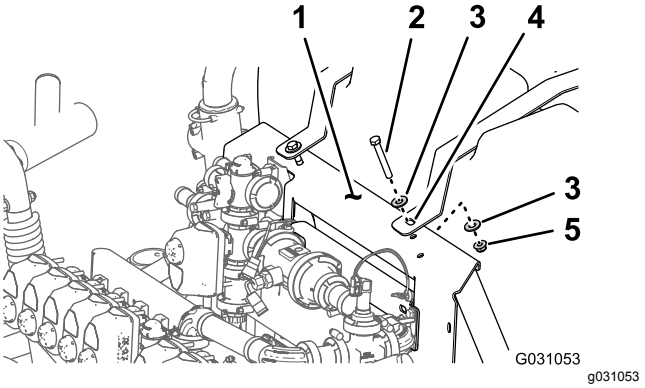

Figur 102
A. Innrett hullet i skylletankstroppen med hullet i manifoldfestet (Figur 102).
B. Monter stroppen på festet (Figur 102) med de to boltene (3/8 x 2-3/4 tomme), fire skivene (3/8 tomme) og to flenslåsemutterne (3/8 tomme) som du fjernet i trinn 5C av
C. Stram boltene og mutterne for hånd (Figur 102).